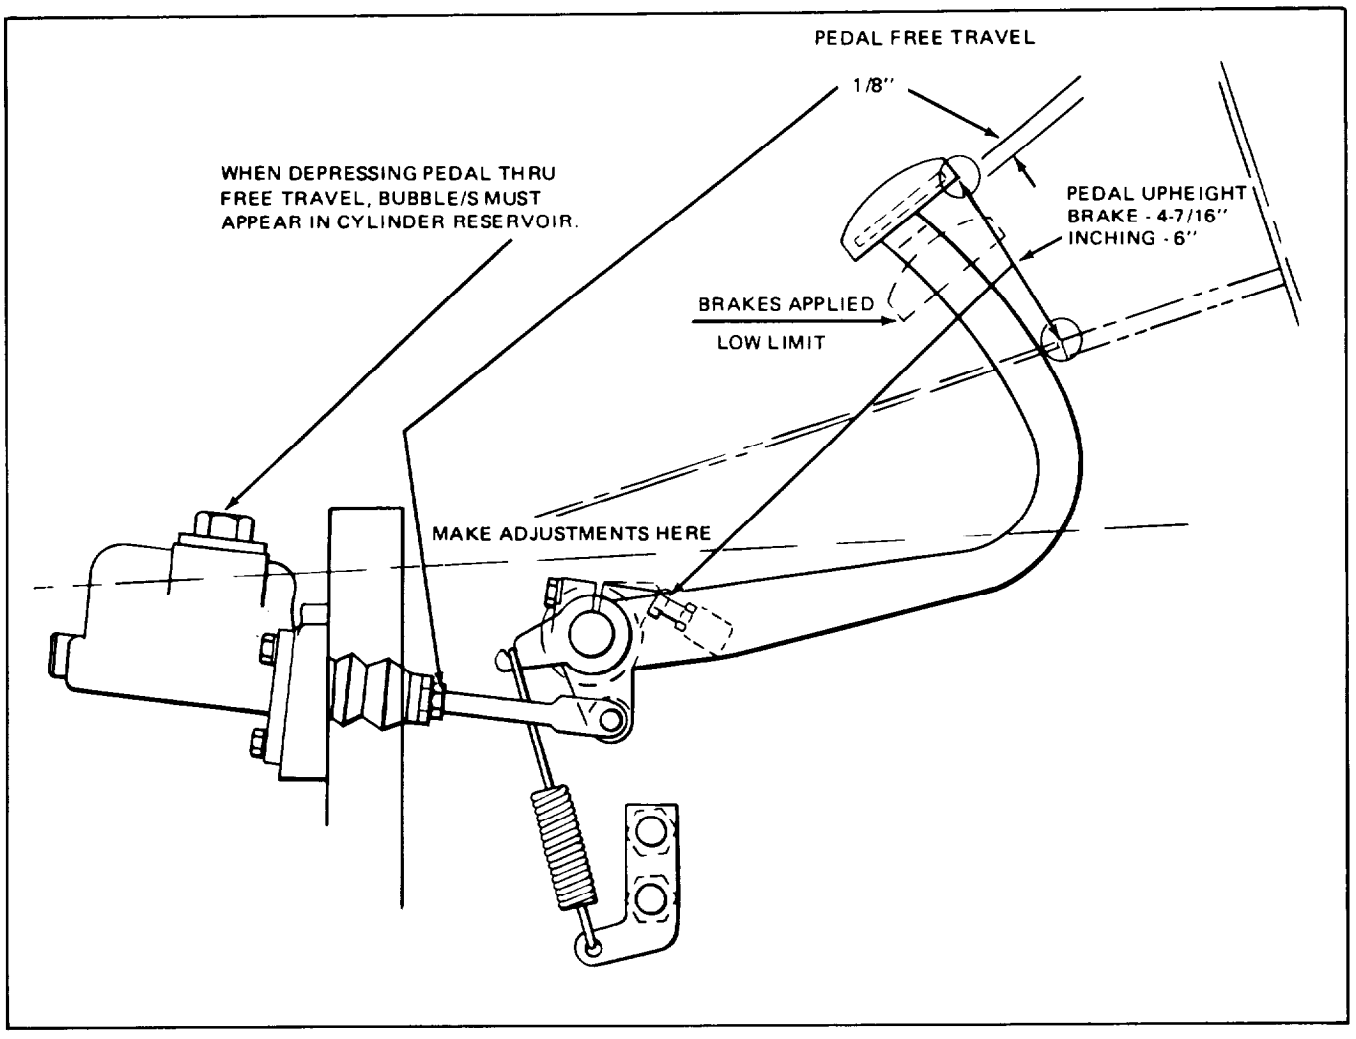

Figure 4-30. Pedal Adjustments
b. Hold a ruler against the floor board so that the pedal released height can be measured as shown in figure 4-30.
d. Adjust free travel by means of the push rod nut shown in figure 4-30.
e. Pedal up-height must conform to the dimensions shown in Figure 4-30. Adjustment is made at the stop screw shown in the illustration.